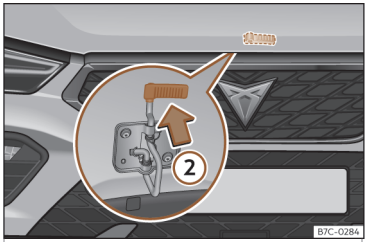

Fig. 193 Leva bajo el capó.
- Para levantar el capó haga presión hacia arriba sobre la leva situada debajo del capó ››› fig. 193 ②. El gancho de sujeción queda desbloqueado.